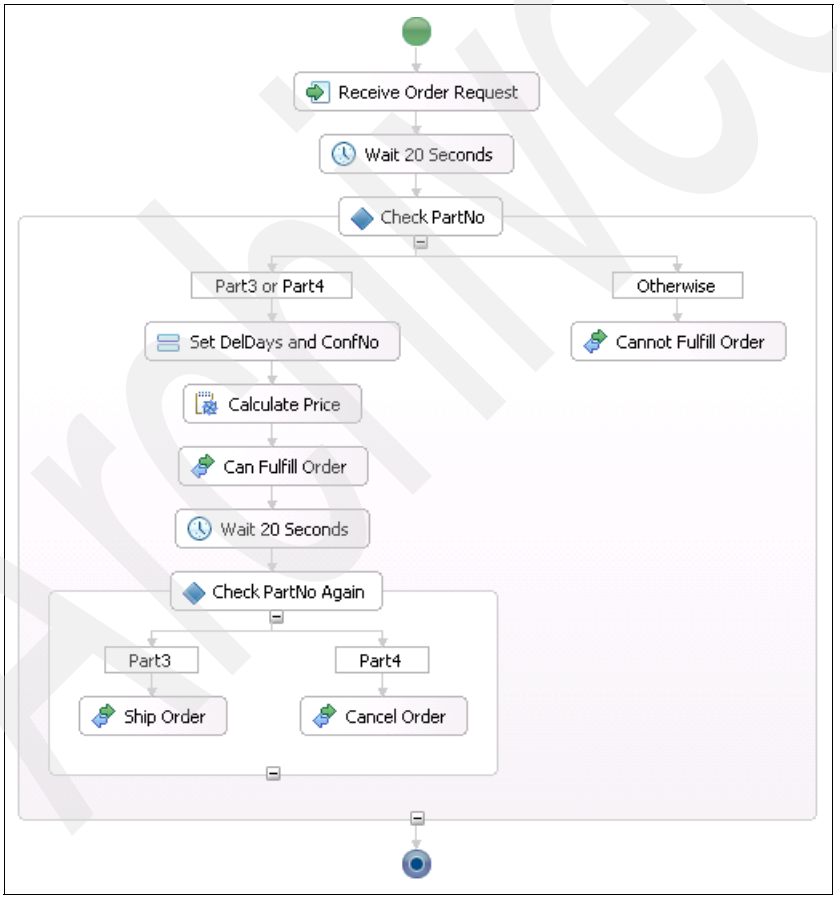

Figure 11-52 WS-BPEL Process of WholesalerE
4. Create the WS-BPEL for the process WholesalerE as it is displayed in Figure 11-52. The interfaces, references, variables, and most of the activities are identical to those for WholesalerD. The only difference is the part numbers in the choice cases.